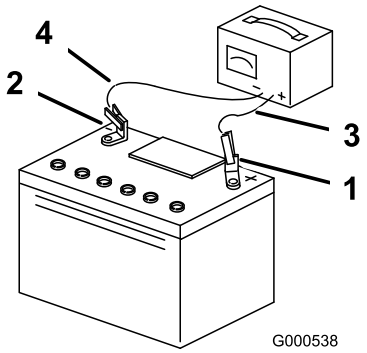

Figur 44
3. När batteriet är fulladdat ska laddaren kopplas bort från eluttaget först, och sedan ska laddningskablarna lossas från batteripolerna (Figur 44).